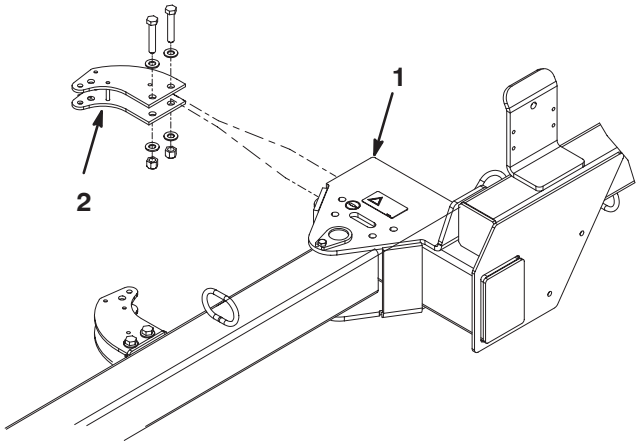

Figure 3
1. Mount the rear actuator tab to the sweeper frame with (2) 1/2–13 x 2–3/4" lg. capscrews, (4) .531 x .063 flat washers and a 1/2–13 locknut. Position components as shown in figure 3.